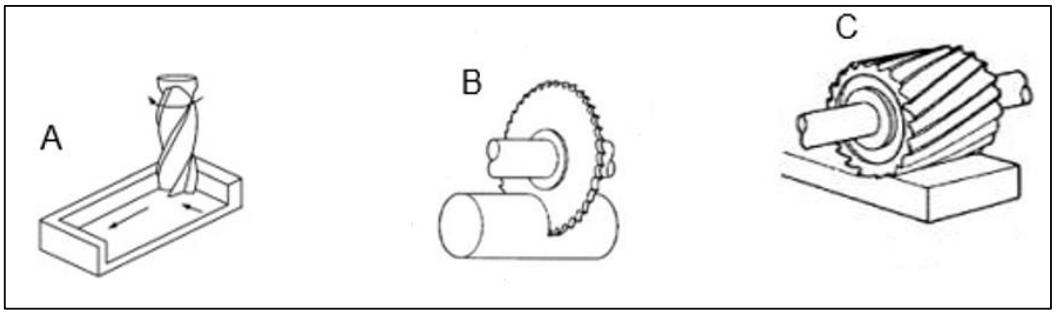

FIGURE 5 (3)
12.2 Name the milling cutters shown in FIGURE 5 by writing only the answer next to the letter (A–C) in the ANSWER BOOK.